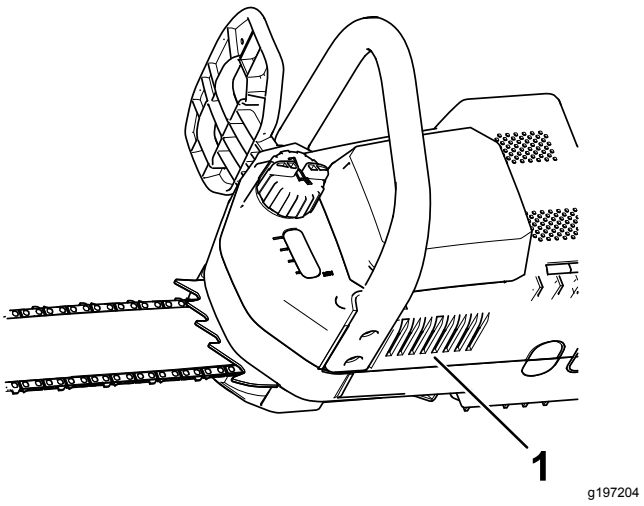
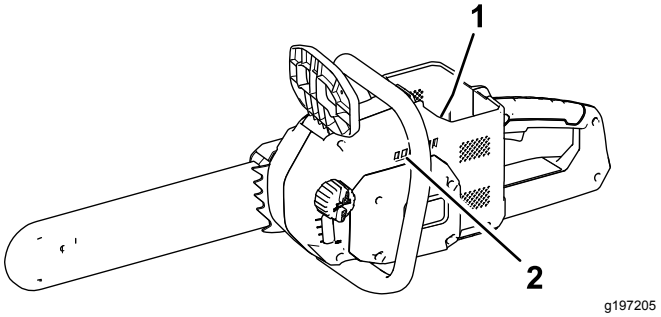

Figure 5
Figure 6
1. Assurez-vous que les évents sur la tronçonneuse (Figure 5 et Figure 6) sont exempts de poussière et de débris.